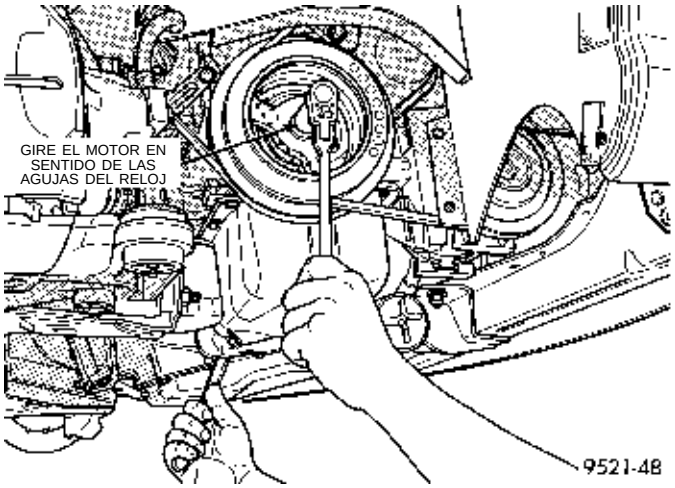
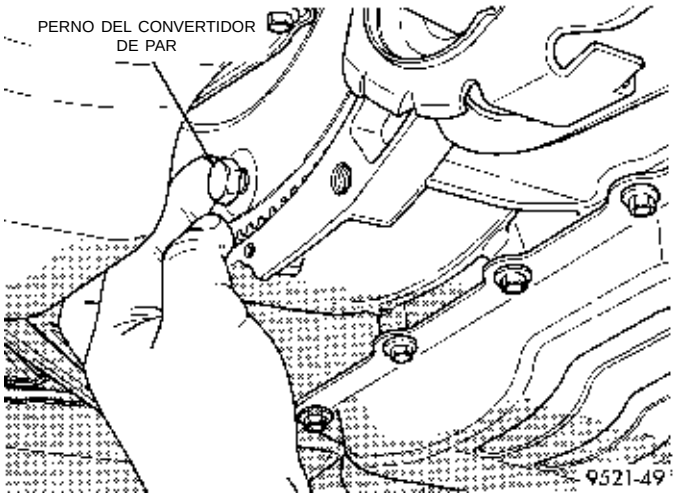
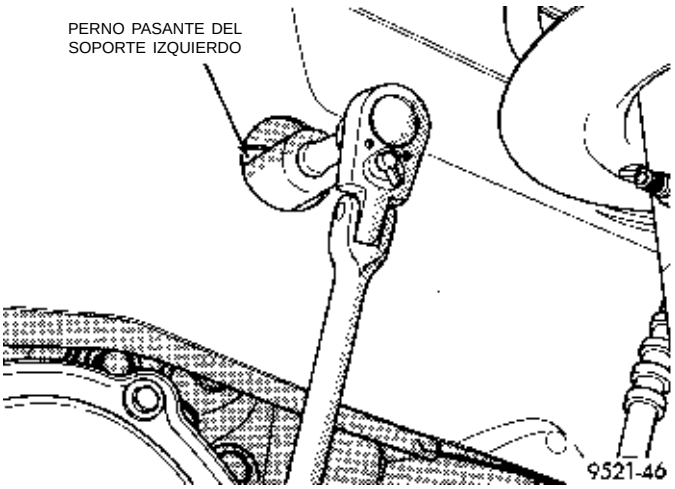
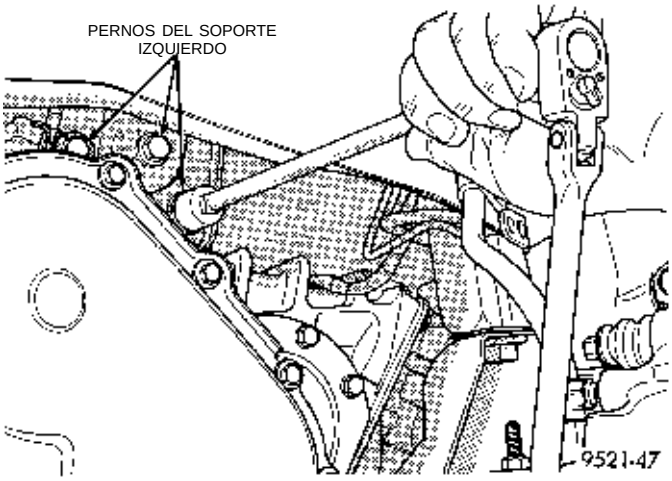

Fig. 40 Gire el motor
Fig. 41 Pernos del convertidor de par
Fig. 42 Perno pasante del soporte izquierdo
Fig. 43 Pernos del soporte izquierdo
(18) Gire el motor en el sentido de las agujas del reloj para tener acceso a los pernos del convertidor (Fig. 40). Retire los pernos del convertidor (Fig. 41). Marque la posición relativa entre el convertidor y la placa flexible a fin de facilitar el reensamblaje.
(19) Apoye el transeje sobre un gato de transmisiones.
(20) Retire el perno pasante del soporte izquierdo (Fig. 42). Retire los pernos del soporte izquierdo del transeje (Fig. 43).
(21) Retire el soporte izquierdo del transeje de este último.
(22) Retire el perno trasero del motor del transeje.